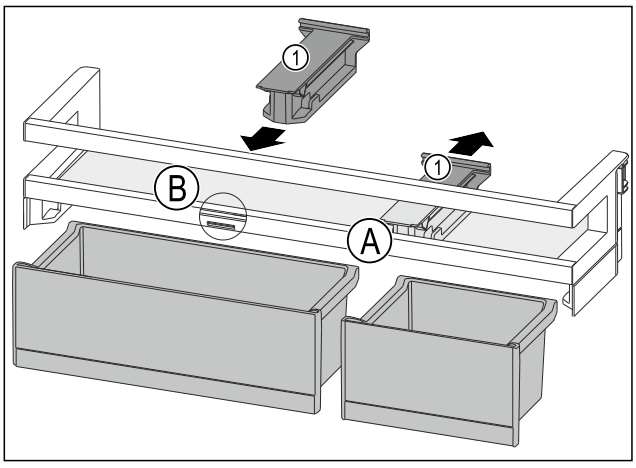

*Fig. 135*
- ▶ Bevestigingsdeel *Fig. 135 (1)* in positie *Fig. 135 (A)* naar achteren wegtrekken.
- ▶ Bevestigingsdeel *Fig. 135 (1)* in positie *Fig. 135 (B)* plaatsen.